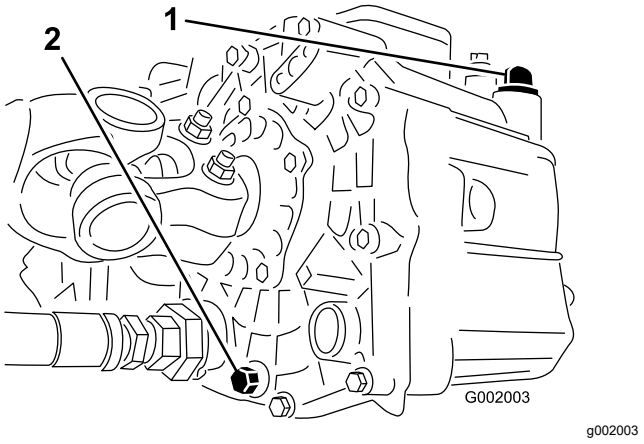

Figur 52
3. Ta bort avtappningspluggen från tankens sida och låt hydrauloljan rinna ner i uppsamlingstråget (Figur 52).